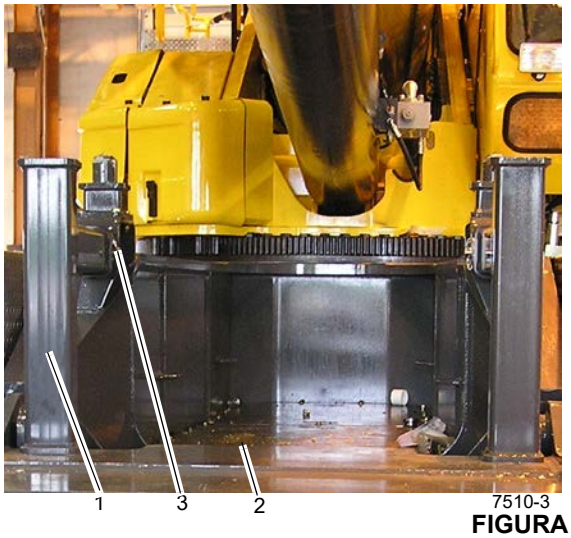

FIGURA 5-6
1. Utilice un dispositivo de levante adecuado para instalar los pedestales (1) (Figura 5-6) en la parte delantera del chasis del vehículo (2) (Figura 5-6) y asegúrelos con los pasadores de enganche (3) (Figura 5-6).
Se prohíbe ajustar los soportes del pedestal de contrapeso (1) (Figura 5-6) cuando el contrapeso está apoyado sobre ellos.